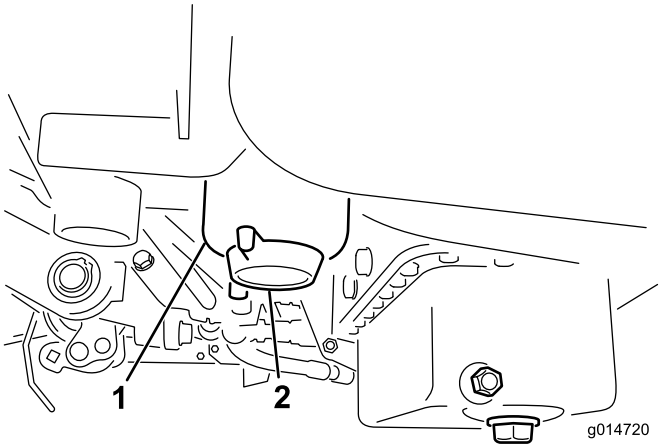

**Figur 50**
2. Rengör området där filterskålen ska monteras (Figur 50).
4. Öppna filtrets avtappningsplugg (Figur 50).